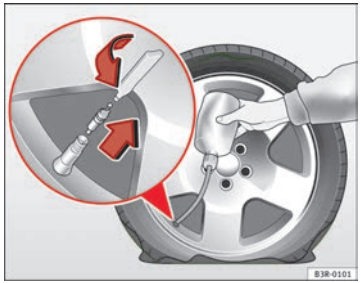

Abb. 187 Reparatur durchführen
– Die Reifenventilkappe abnehmen und den Ventileinsatz mit dem beiliegenden Werkzeug herausschrauben ⇒ Abb. 187.